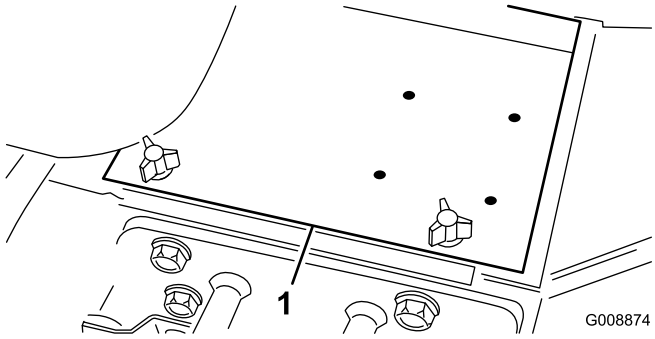

Figur 3
2. Fjern batterideksel (Figur 3).